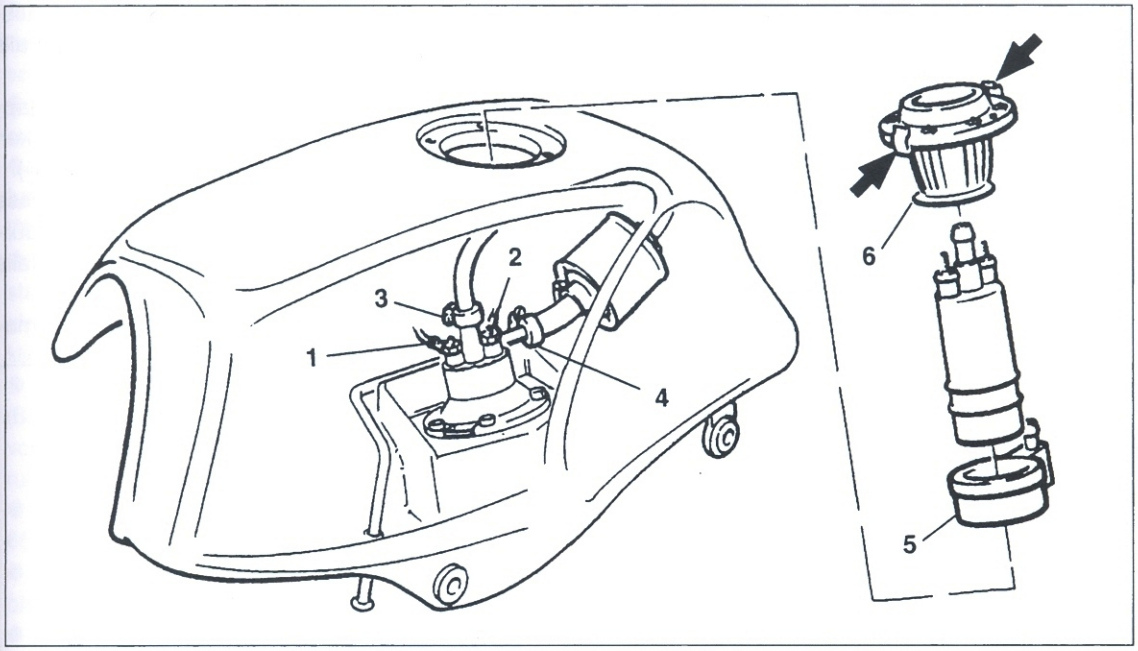

Bild 70
- Kraftstoffpumpe ausbauen (Bild 70):
- Elektrische Anschlüsse ① und ② an Pumpe lösen.
- Schlauchschellen ③ und ④ lockern und Schläuche abziehen.
- Filter ⑤ von Pumpe und Schwingmetall ⑥ mit Haltering abziehen.
● Kraftstoffpumpe (Bild 70) in umgekehrter Ausbau-Reihenfolge montieren.